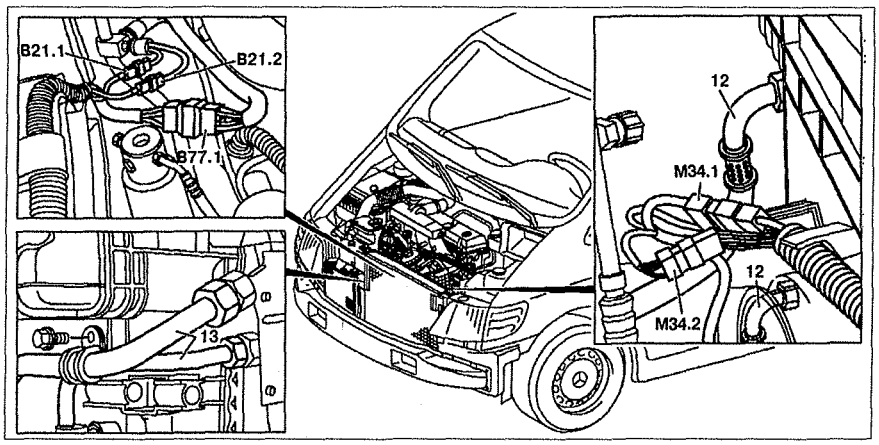

Рис. 4.34. Радиатор:
12. Ослабьте крепление маслопровода **12** от автоматической коробки передач и отсоедините ее от радиатора **6** (см.рис.4.34).